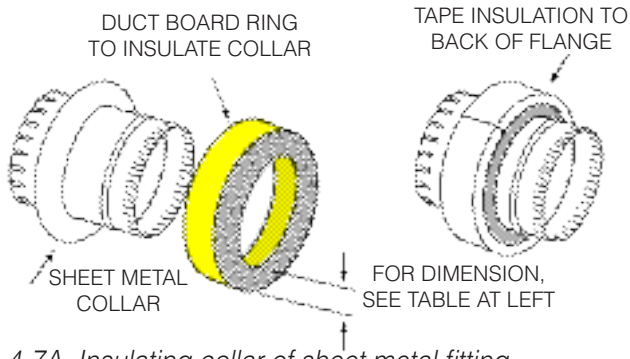

Fig. 4-7A. Insulating collar of sheet metal fitting.
2. Slide ring onto sheet metal collar with foil facing of duct board away from flange. Tape to back of flange with UL181A listed pressure sensitive tape (see Fig. 4-7A).